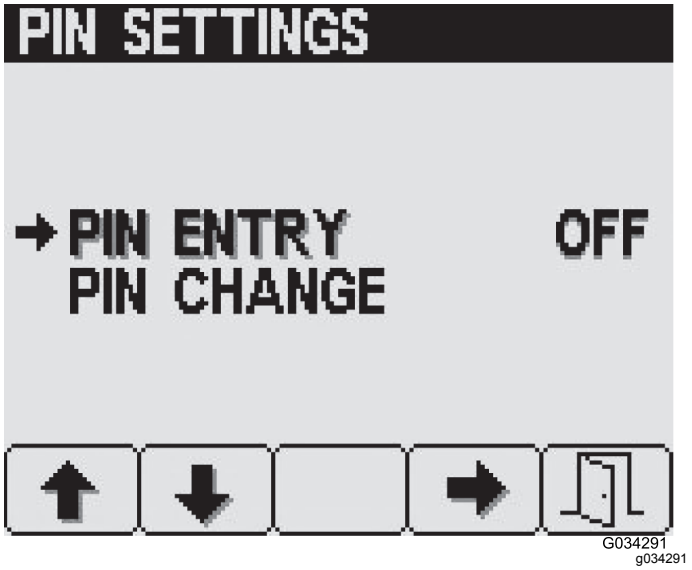

図 26
3. PIN 設定画面から、ボタン 4 を押して「ピンを入力」PIN Entryを選択し、 PIN をON または OFF にする図 26。